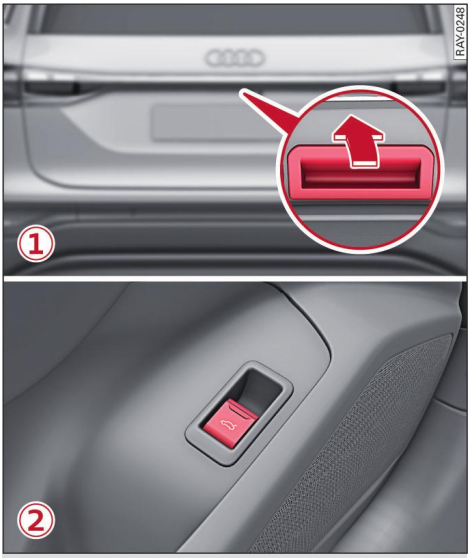
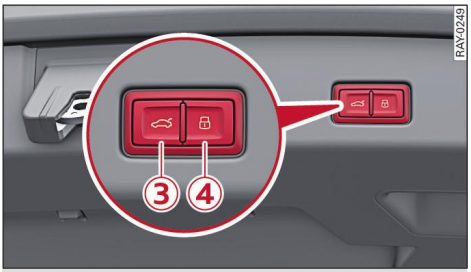

Fig. 13 Release catch in boot lid ①, button in driver's door ②
Fig. 14 Boot lid: ③ close button, ④ lock button
- Press the release catch on the boot lid ① ⇨ *Fig. 13*. The vehicle key or digital key must be within a range of about 1.5 metres from the luggage compartment if the luggage compartment is locked, or
- Briefly pull the button ② in the driver's door ⇨ *Fig. 13*, or
- Unlock the vehicle or boot lid with the / 2x button on the vehicle key and press the release catch on the boot lid ①.
You can change the settings on the MMI to activate/deactivate the option for opening the boot lid via the release catch ⇨ *Fig. 13* ⇨ *page 35*.
- Press the button ③ ⇨ *Fig. 14* inside the boot lid, or
- With the vehicle switched off, press the / button ③ / ④ inside the boot lid. The vehicle key or digital key must not be in the vehicle. If you press the button ④, the vehicle will be locked after the boot lid is closed. If you press the button ④ and the vehicle key is in the luggage compartment or out of range (more than approx. 1.5 m away), a warning tone will sound and the boot lid cannot be closed, or
- With the vehicle switched on, pull and hold the button ② in the driver's door ⇨ *Fig. 13* until the boot lid is closed, or
- If the button ④ is fitted in the boot lid, with the vehicle switched off, press and hold the 2x button on the vehicle key until the boot lid closes. There will be a slightly delay before it closes. Make sure to stand clear of the boot lid when doing so (do not stand further away than 3 m).
- You press button ③ or the release catch ① on the boot lid ⇨ *Fig. 13* again, or
- You press the button ③ ⇨ *page 48, Fig. 14* or the release catch ① ⇨ *page 48, Fig. 13* on the boot lid again, or
If you now press the button ③ ⇨ *page 48, Fig. 14* or the release catch on the boot lid ① ⇨ *page 48, Fig. 13*, the boot lid will close/open again.